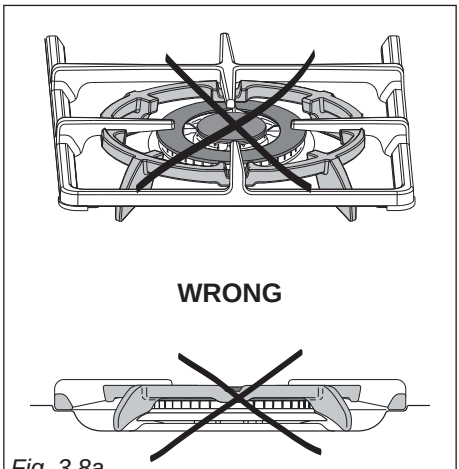

*Fig. 3.8a*
**Under no circumstances should the wok stand be placed under the pan supports** (figs 3.8a - 3.8b). Incorrect placement of the wok stand in this manner may impinge the flame resulting in incomplete combustion and give rise to harmful levels of Carbon Monoxide (CO).